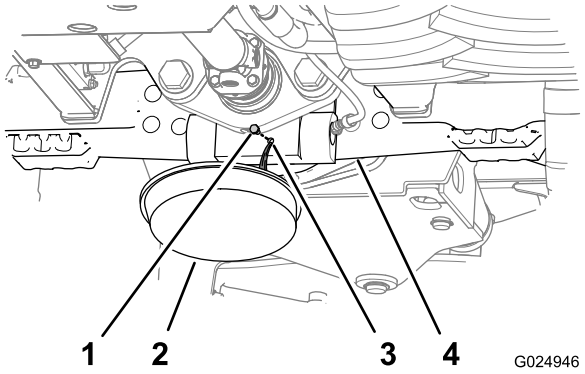
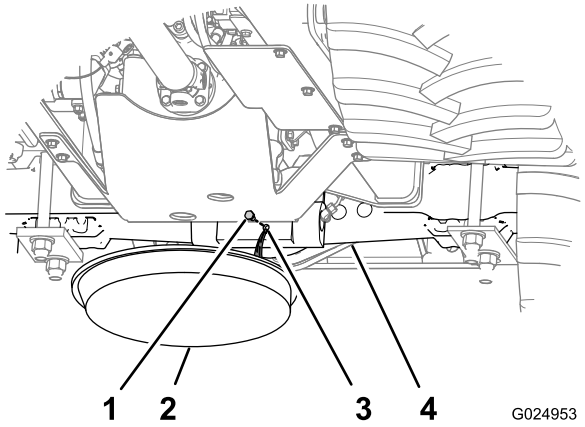

Figure 87
Figure 88
1. Place a drain pan under the pinion housing of the axle (Figure 87 and Figure 88).
2. Remove the plugs from the sight port and the drain port of the pinion housings for the axles (Figure 87 and Figure 88).